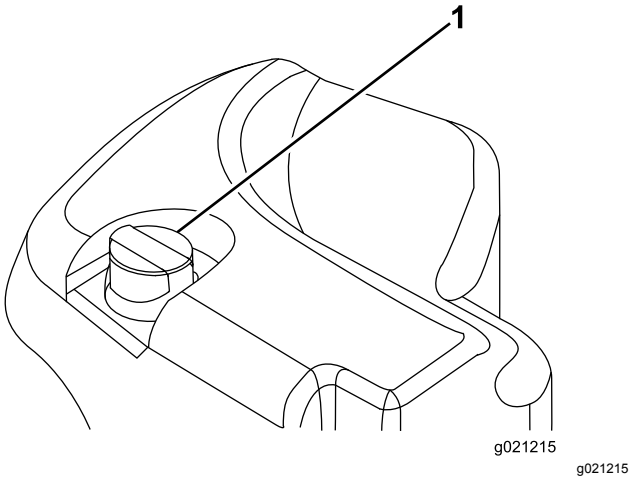

Figur 98
2. Rengør området omkring påfyldningsstudsen og hydrauliktankens dæksel (Figur 98). Fjern dækslet fra påfyldningsstudsen.